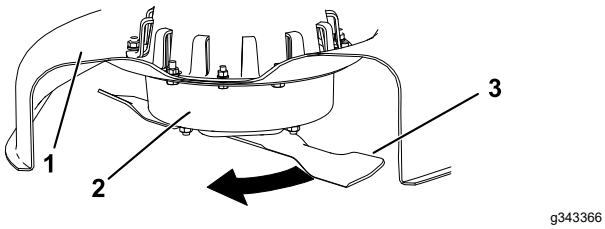

Figur 29
2. Bær tykt polstrede handsker eller anden tilstrækkelig håndbeskyttelse, drej langsomt skærekniven til en position, der gør det muligt for dig at måle afstanden mellem skærekanten og den plane flade, som maskinen befinder sig på (Figur 29).